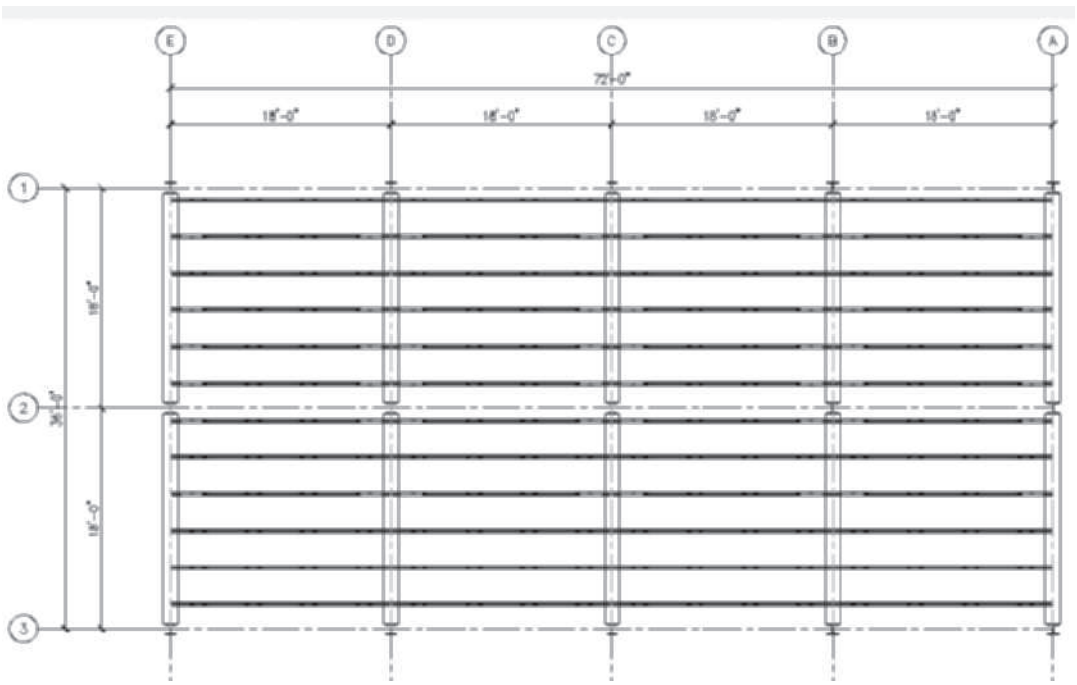

FIGURE 13.42 *Column grid dimensioned*
8. Select the AEC Dimension placed in step 6, right-click, and choose Add Selected from the General panel. Add the vertical dimension as shown in Figure 13.42.